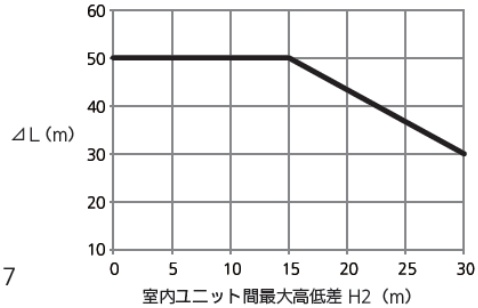

図7
- ⊿Lの制限が変わります。下記の図7 を参考にしてください。